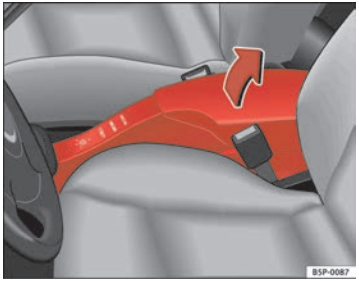

Fig. 102 Front armrest with storage area
– To open the storage area, lift the armrest up in the direction of the arrow ⇒ fig. 102 and then lift the cover.